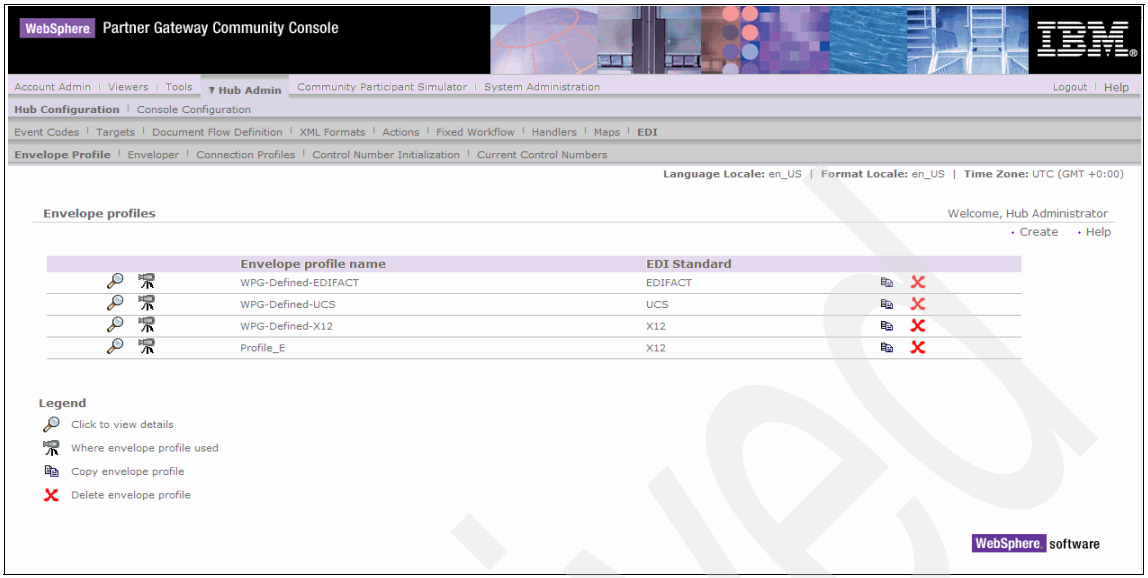

Figure 19-25 List of Envelope Profiles
8. The envelope profile created can be seen under **Hub Admin** → **Hub Configuration** → **EDI** → **Envelope Profile** (Figure 19-25 on page 656).